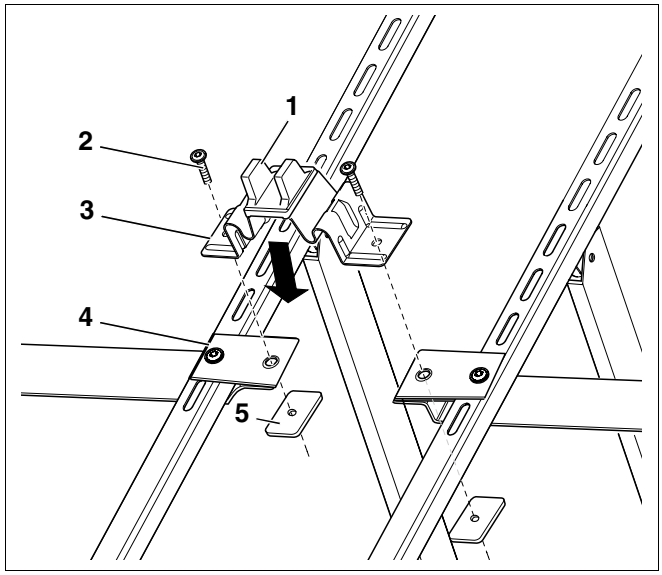
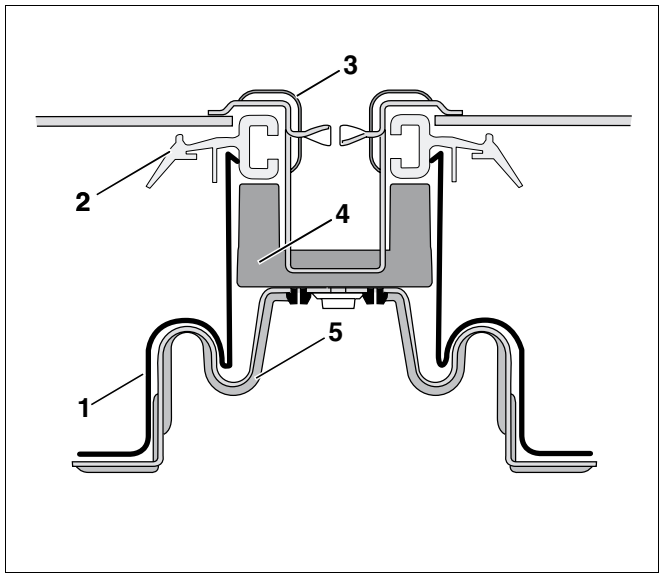

Afb. 32 Brug voor de collectorhouder monteren
Afb. 33 Schema van de bevestiging van de collectorklemmen met dubbele klemmen
- Plaats de brug voor de collectorhouder in het midden (afb. 32) op de uiteinden van de afstandsbanden.
- Schroef de brug voor de collectorhouders (afb. 32, **pos. 3**) en de afstandsbanden (afb. 32, **pos. 4**) met behulp van de draadplaten (afb. 32, **pos. 5**) en schroeven met bolle kop M8 × 16 (afb. 32, **pos. 2**) vast.
Zorg ervoor, dat de hoge hendels van de draaibare afstandsschragen (afb. 32, **pos. 1**) ter ondersteuning van de kader (afb. 33, **pos. 2**) parallel staan ten opzichte van de profielrails van de collectorsteunen.